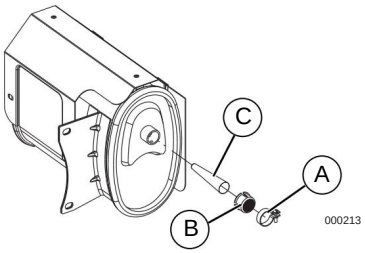

Figura 4-5. Pantalla parachispas
1. Afloje la abrazadera (A) y quite el tornillo. Consulte *la Figura 4-5.*
2. Inspeccione la pantalla (B) y reemplácela si está doblada, perforada o dañada. Si la pantalla parece estar en buenas condiciones, límpiela con un solvente disponible en el comercio.
3. Vuelva a colocar el cono del parachispas (C) y la pantalla (B). Fíjelos con el tornillo y el collarín de fijación (A).